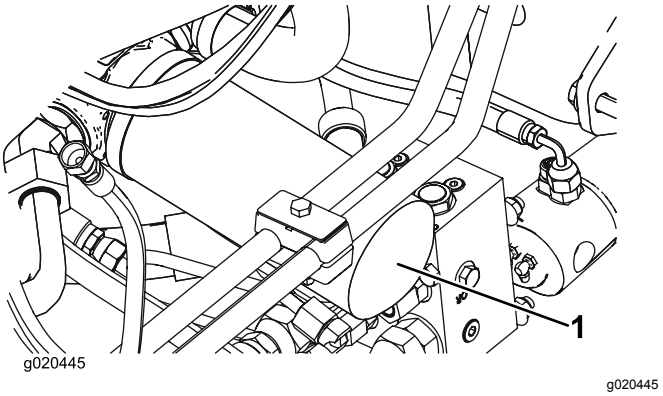

Figuur 99
2. Reinig de omgeving van de plaats waar het filter wordt gemonteerd. Plaats een opvangbak onder het filter en verwijder het filter (Figuur 99).